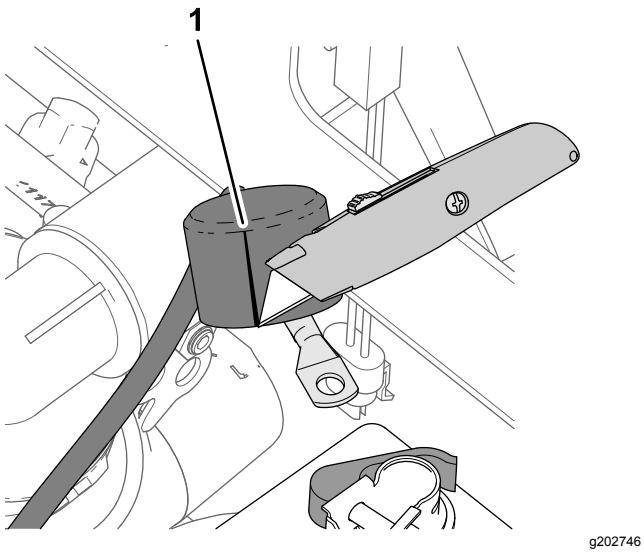

Figur 210
1. Skjær en slisse i isolatordekselet på den positive batterikabelen til startermotoren, som vist i Figur 210.